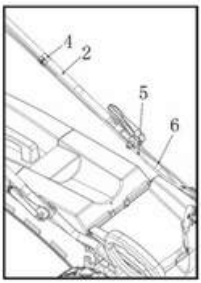

Abb. 3
7. Befestigen Sie das Antriebsseil (5) und das Bremsseil (6) mithilfe der Klammer (4) am oberen Griff (2) (Abb. 3).